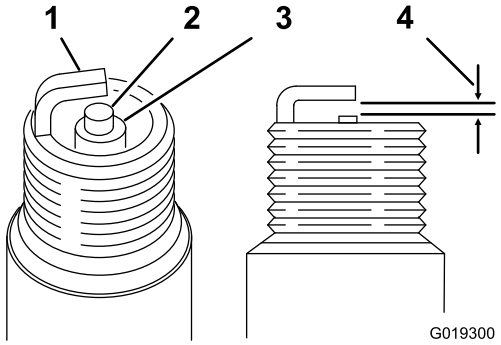

Figuur 28
3. Controleer of de elektrodenafstand correct is (Figuur 28).